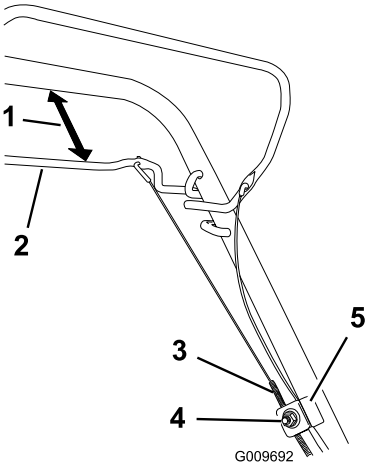

Figuur 30
1. Draai de moer van de kabelbeugel los (Figuur 30).
2. Houd de stang van de zelfaandrijving 25 tot 38 mm van de handgreep verwijderd (Figuur 30).
3. Trek de kabelmantel omlaag (naar de maaimachine toe) om alle speling uit de kabel te halen (Figuur 30).